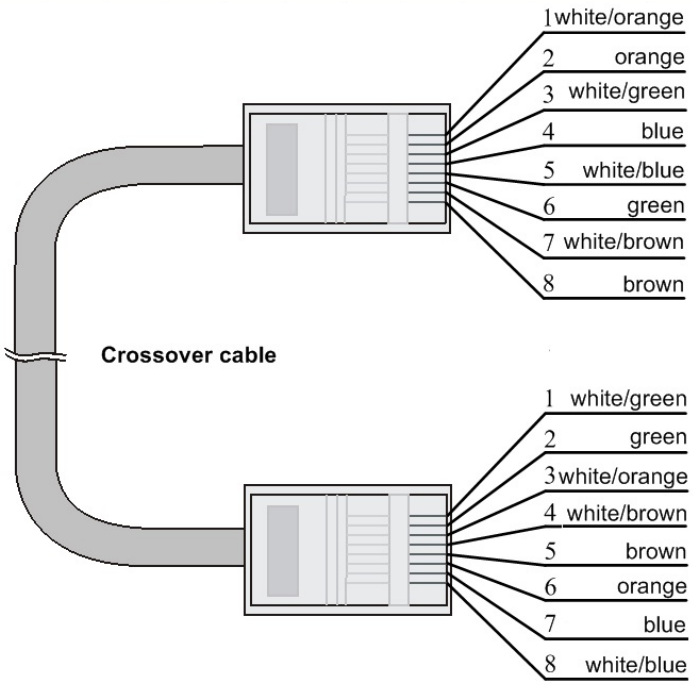

図 11-9 クロスケーブル（10Base-T/100Base-TX/1000Base-T）
- **クロスケーブル**：10/100/1000BASE-T クロスケーブルの結線を図 11-9に示します。10/100/1000BASE-T クロスケーブルは、100BASE-TX のクロスケーブルと結線が異なります。100BASE-TX のクロスケーブルは片端のピン配置が 568B 規格ですが、もう片端のピン配置は 568A 規格に従います。一方、10/100/1000BASE-T クロスケーブルの片端のピン配置は 568B 規格に従いますが、もう片端は 568A ではありません。